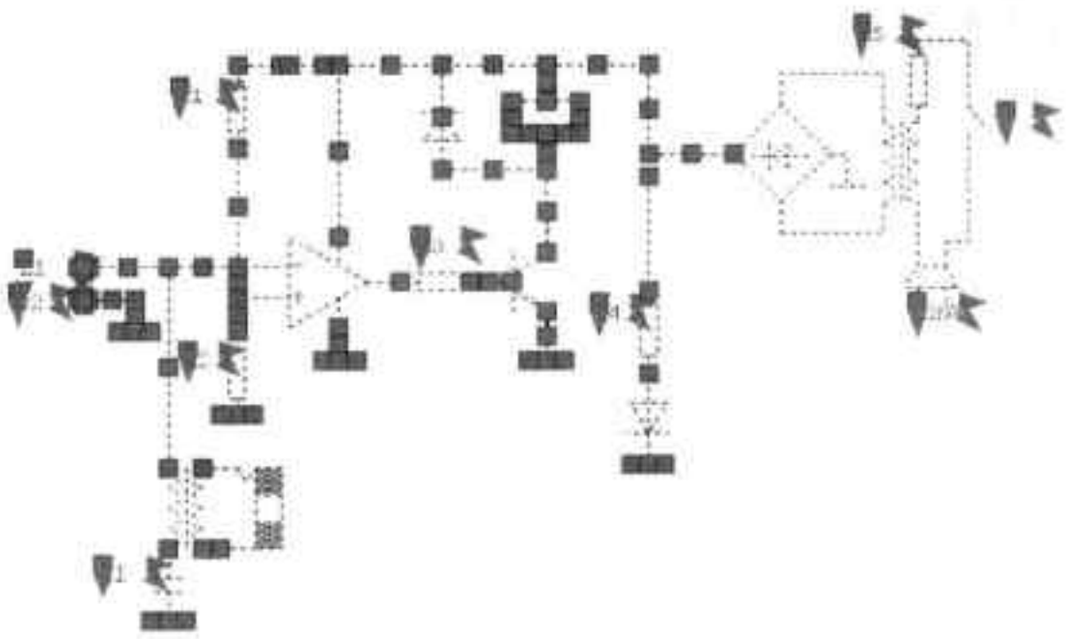

图4-79 复制CAD文件
Step 01 打开所需 CAD 文件，框选需要转换的图形，按“Ctrl+C”组合键，进行复制操作，如图4-79 所示。